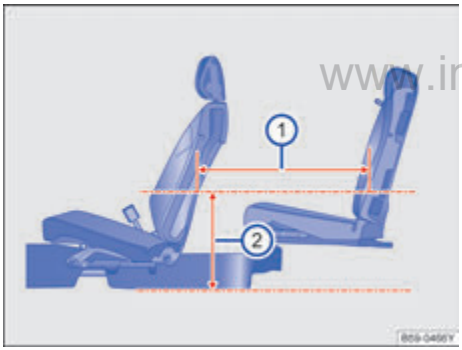

图 68 座间距
当前后排座椅都位于设计位置时，在距离地板位置 748.8mm 处 →图 68 ②，座间距为 766.7mm →图 68 ①。 ◁